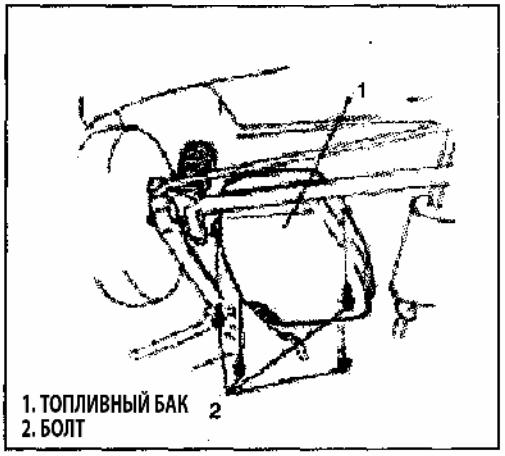

Рис. 335
11) Снимите болт крепления топливного фильтра и снимите топливный бак с корпуса автомобиля (Рис. 335).